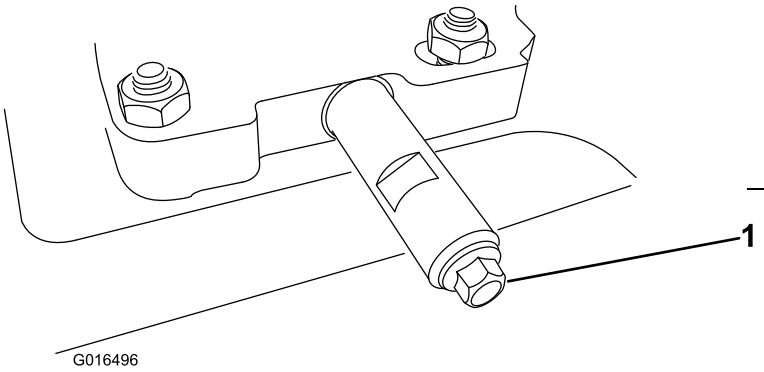

Figur 48
1. Rengjør området rundt oljetappepluggen (Figur 48).